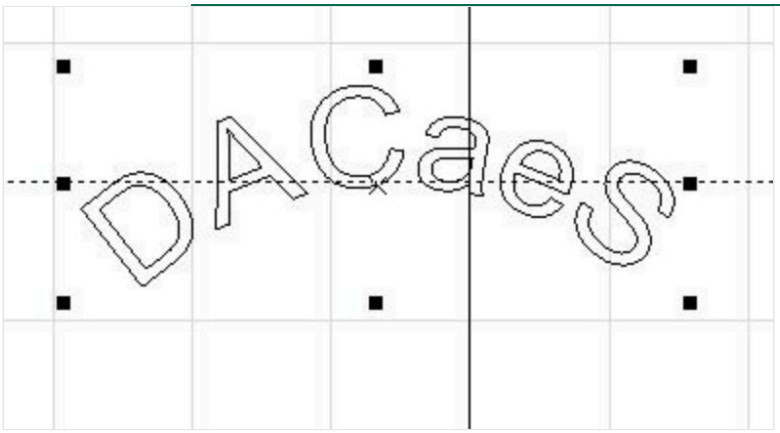

Figura 11-12 Texto invertido en curva
- **Marcado:** el texto se curva en la dirección opuesta (hacia adentro en lugar de hacia afuera), como se muestra en la Figura 11-12: